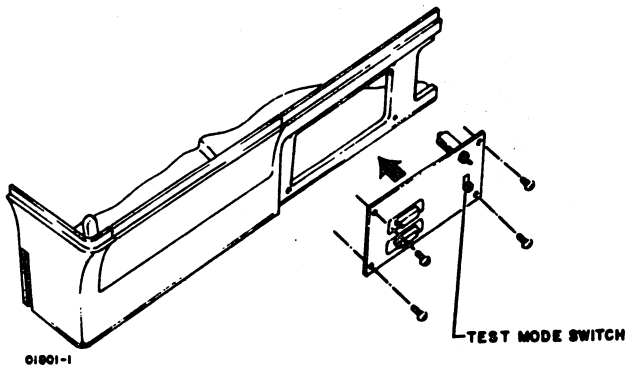

Figure 6E-6. TEST MODE Switch Removal
2. Remove the four mounting screws that hold the panel to the chassis (figure 6E-6).